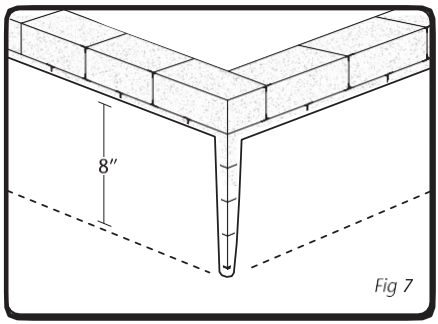

Fig 7
7. If the curb is less than eight inches high, the membrane must climb at least eight inches higher to reach the top of the aperture. See Figure 7.